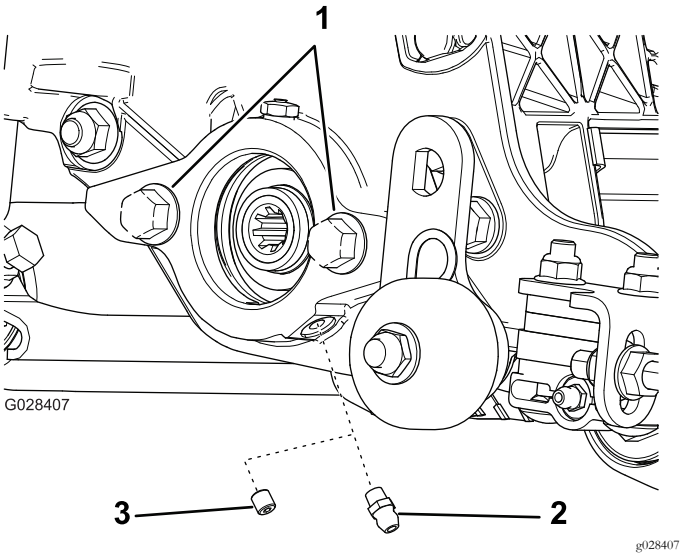

Figur 6
1. Fjern og kasser sætskruen på knivcylindermotorens sideplade (Figur 6).
2. Sæt den lige smørenippel på (Figur 6).
4. Hvis der ikke er nogen bolte på knivcylindermotorens sideplade, skal de sættes på (Figur 6).